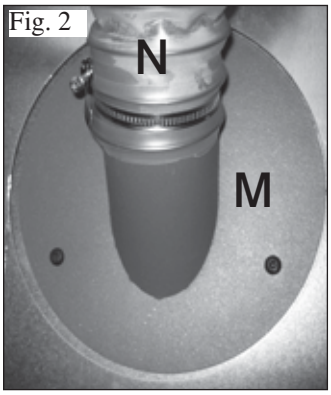

Fig. 2
• Asportare il coperchio avvitato sullo schienale della caldaia (fig. 1), e sostituirlo con la flangia attacco tubo flessibile contenuta nell'imballo del sistema d (M -fig. 2).
• Alla flangia (M) dovrà essere collegato il tubo flessibile di alimentazione pellet (vedi scheda tecnica del sistema)**.**